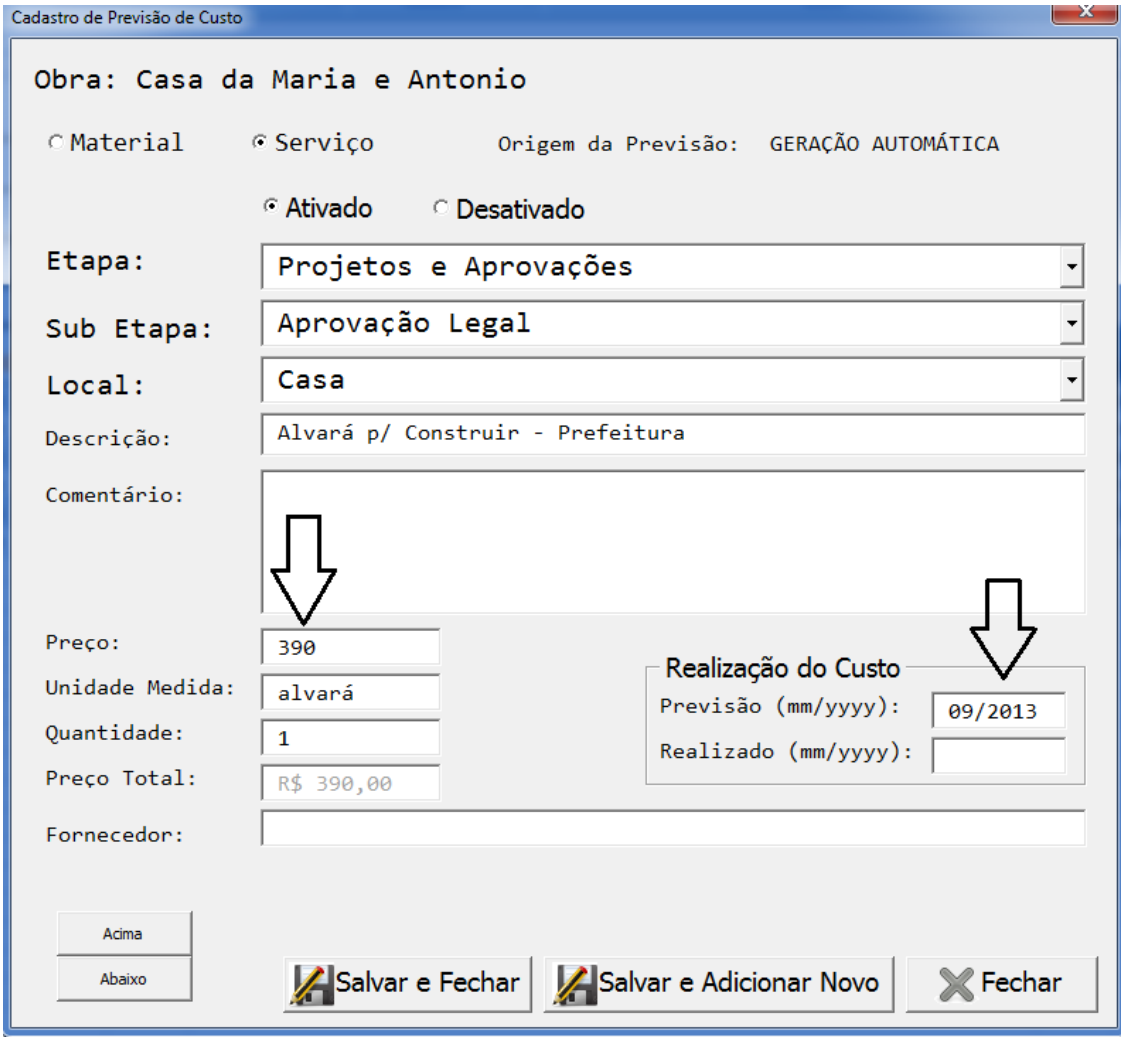

Figura 22 - Formulário de Custo Previsto
3. Veja (conforme Figura 22) que a tela de "Previsão de Custos" será aberta com todas as previsões da Etapa "Projetos e Aprovações"